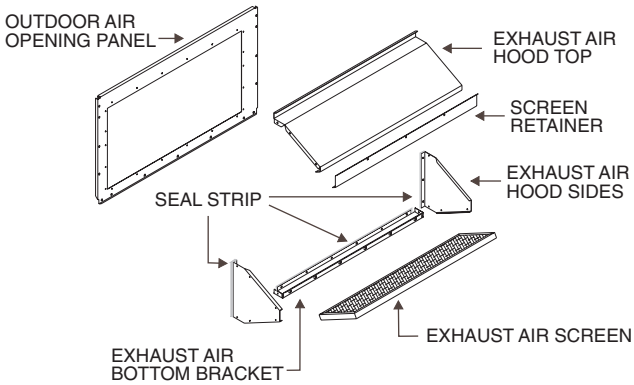

**Fig. 30 — Exhaust Air Hood Assembly**
2. To assemble the hood assembly remove the EconoMi$er hood from its packaging. Locate the outdoor air opening panel. See Fig. 30.
3. Install the 19 mm x 19 mm ($^3/_4$ x $^3/_4$-in.) seal strip on the exhaust air hood top panel. Install the 3 mm x 22 mm ($^1/_8$ x $^7/_8$-in.) seal strip on the exhaust air hood side panels and bottom brackets. Assemble the exhaust air hood to the outdoor air opening panel as shown in Fig. 30, using the screws provided. *Do not attach hood assembly to unit at this time.*